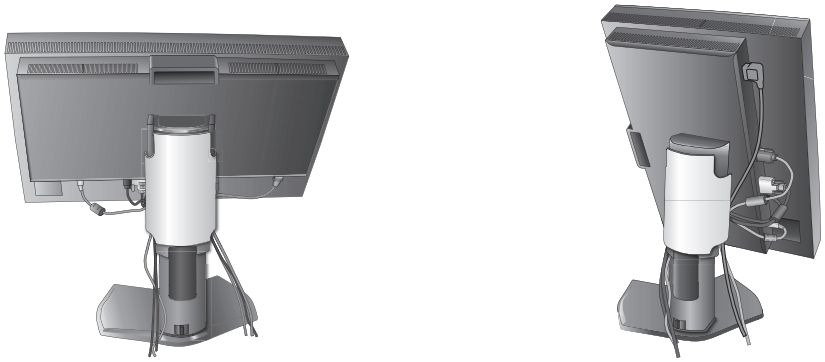

Abbildung D.1
7. Schieben Sie die Kabelabdeckung nach unten (**Abbildung D.1**).